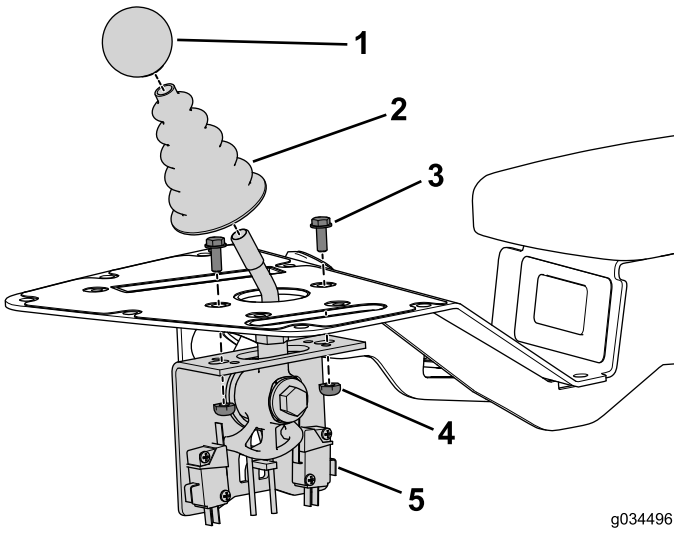

Figur 17
1. Brug de 2 bolte (nr. 10 x 1/2 tomme) og låsemøtrikker til at fastgøre joysticket til konsollen (Figur 17).